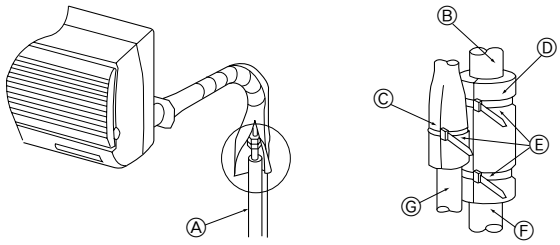

Fig. 4-4
4.3. Travaux pour l'installation des tuyaux de réfrigérant (Fig. 4-4)